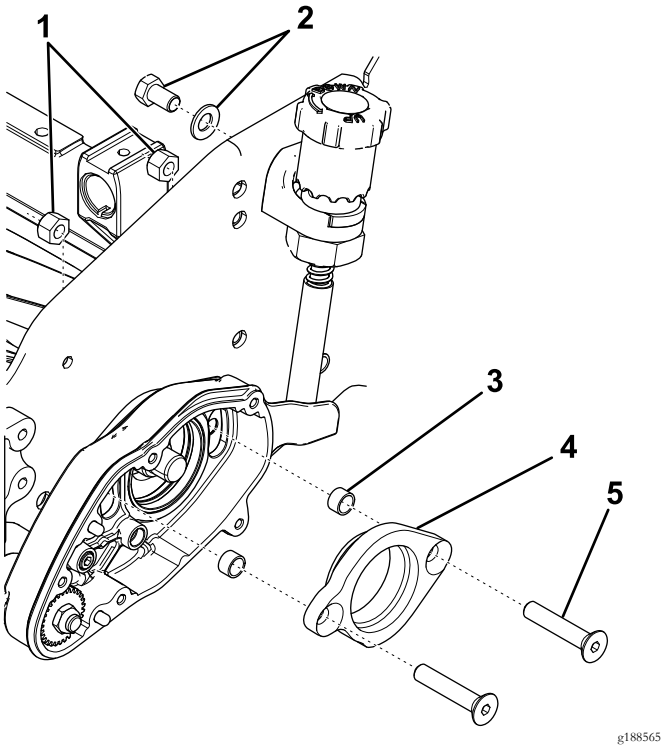

**Figur 3**
6. Lossa skruven och brickan som håller fast justeringsvredet vid sidoplåten (Figur 3).
7. Ta bort skruvarna med platt huvud, låsmuttrarna och lageradaptern från trimsatshuset (Figur 3).
8. Ta bort och släng distansbrickorna (Figur 3).